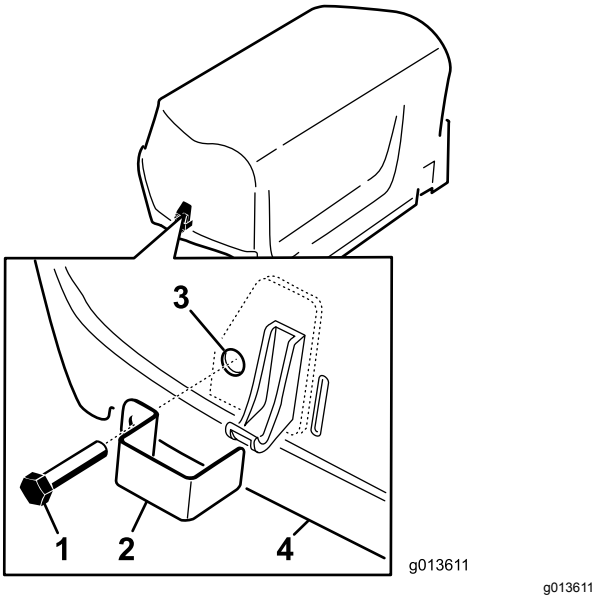

Figur 7
1. Installer en smekklås over venstre og høyre panserlås (Figur 7) med en trykkbolt (to til sammen).
2. Bruk en nebbtang eller justerbar skiftenøkkel til å tre en intern låseskive inn på hver bolt (1–2 gjenger) for å feste boltene (Figur 7).